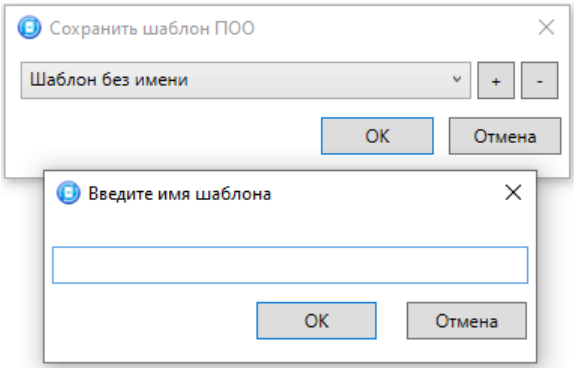

Рисунок 4.46 — Сохранение шаблона
- *Сохранить шаблон настроек:* открытие окна *Сохранить шаблон ПОО* (см. рисунок 4.46), с помощью которого можно сохранить конфигурацию ПОО контроллера в качестве шаблона.